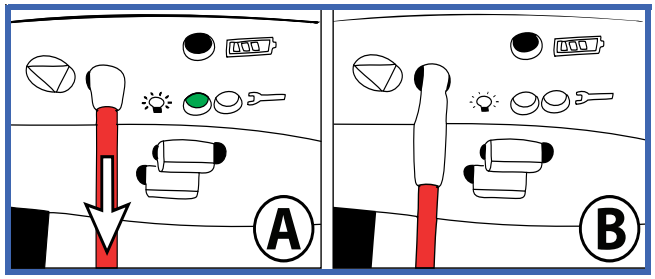

Fig. 9
1) Om taklyften behöver stoppas vid en nödsituation ska du dra i den röda nödstoppslinan en gång tills du hör ett klick (se Fig. 9 – A). Du kan se att plastinsatsen längst upp på den röda draglinan har gått ned (se Fig. 9 – B). Den gröna lampan har också slocknat. Vårdtagaren kan eventuellt sjunka ned långsamt när nödstoppet har aktiverats. Detta är normalt.